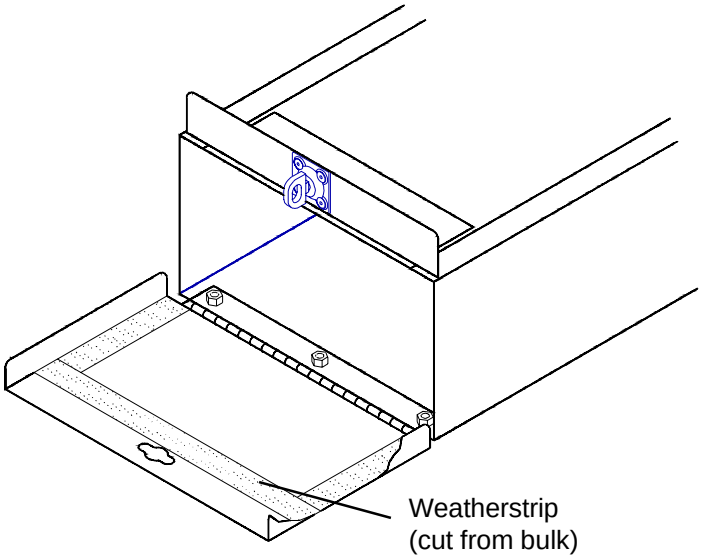

Figure 4. *Door Assembly Weatherstripping*
3. Open the Door, cut and adhere Weatherstripping to fit inside the Door where it touches the Rear Body Assembly (*see Figure 4.*). Be sure you don't cover the latch hole.